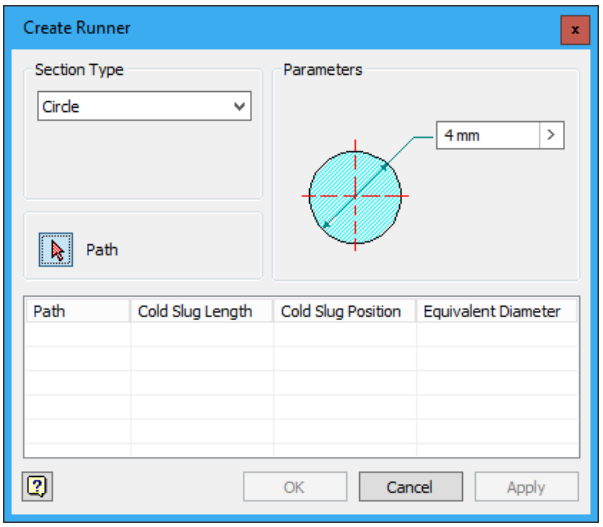

Figure 19-82 *The* ***Create Runner*** *dialog box*
1. Choose the **Runner** tool from the **Runner** drop-down in the **Runners and Channels** panel in the **Mold Layout** tab of the **Ribbon**; the **Create Runner** dialog box is displayed, as shown in Figure 19-82.